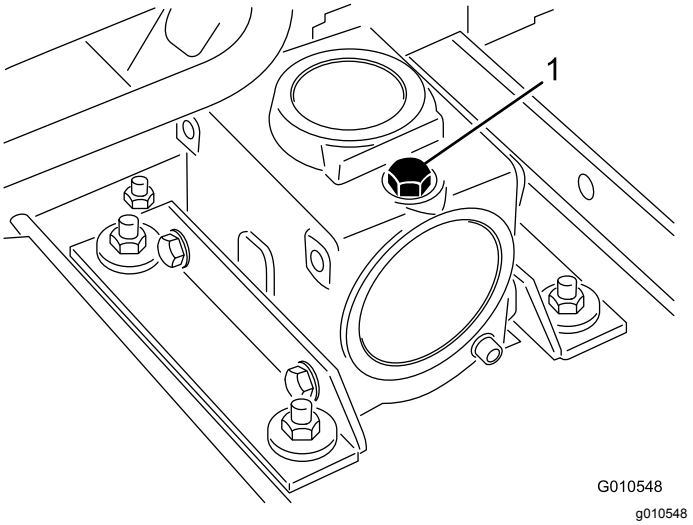

Figur 18
2. Ta ut oljestickan/påfyllningspluggen från ovansidan av växellådan (Figur 18) och kontrollera att oljenivån ligger mellan markeringarna på oljestickan. Fyll på med olja så att nivån ligger mellan markeringarna, om nivån är låg.